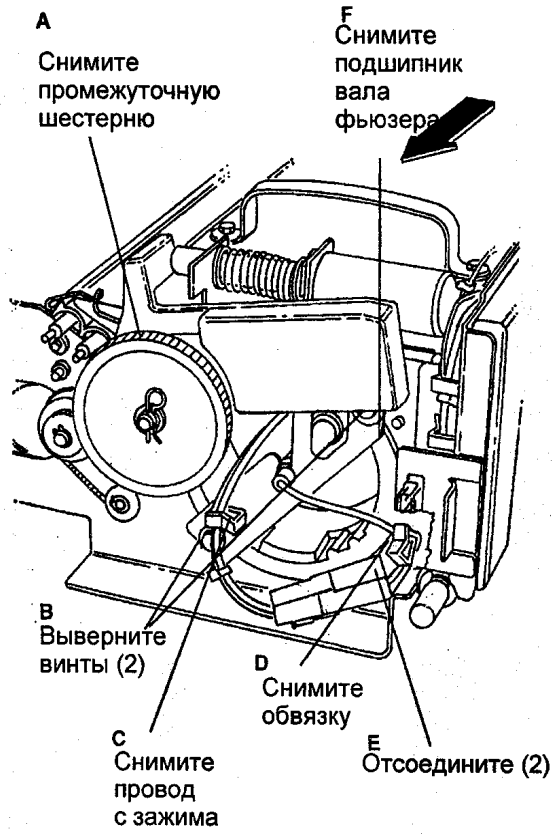

Рис. 9 Подготовка к снятию упаковочной пружины
13. (РИС. 9): ПРИГОТОВЬТЕСЬ К СНЯТИЮ УПАКОВОЧНОЙ ПРУЖИНЫ.